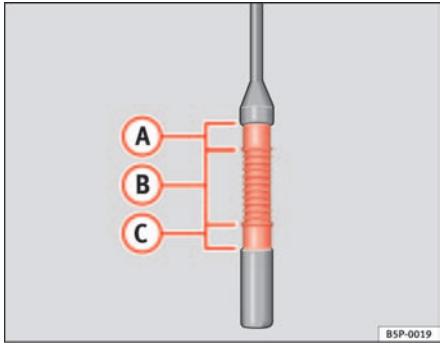

Fig. 161 Engine oil dipstick.
– Pull the dipstick out again and check the oil level ⇒ fig. 161.
If the oil level is in area ⇒ fig. 161 (A), do not top up with oil.